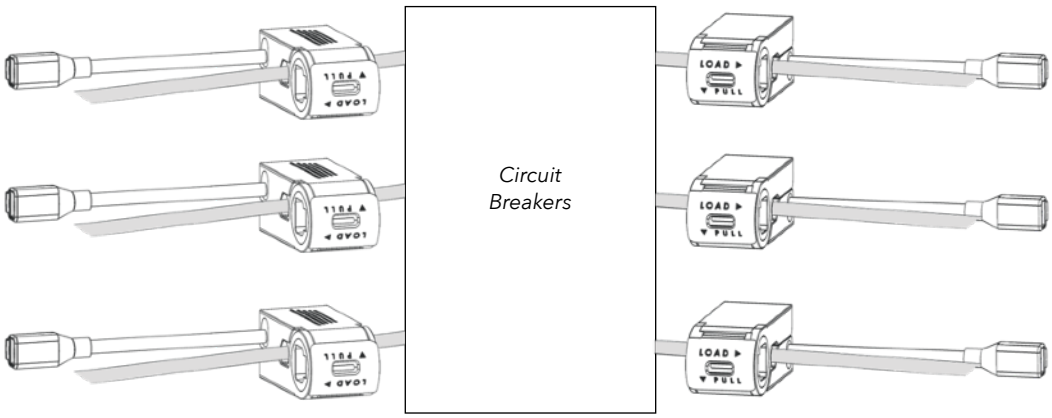

Fig 11
3. Close CT loop by snapping CT ends together. It may be easier to close CT by pulling plastic tab with one hand while applying pressure on CT top & bottom surfaces with the other hand. ***Fig 11.***